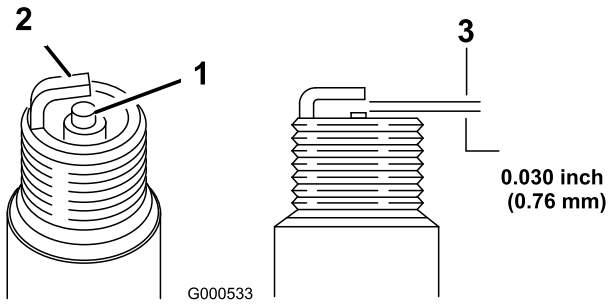

Figur 32
5. Indstil afstanden til tændrøret til 0,76 mm. Se Figur 32.